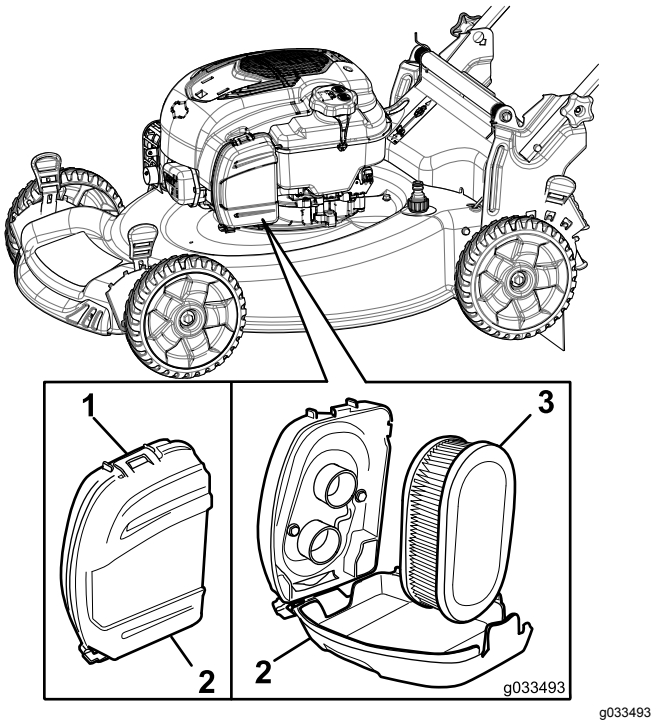

Figura 26
1. Abra los cierres de la parte superior de la tapa del filtro de aire (Figura 26).
2. Retire el filtro de aire (Figura 26).